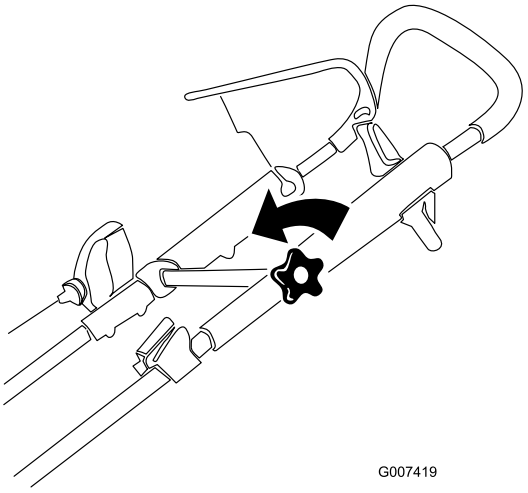

Figuur 14
1. De bovenste handgreepschroef losdraaien (Figuur 14).